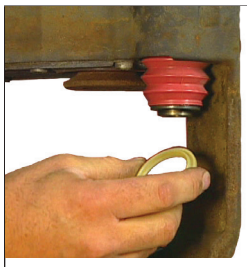

Figure 83 – Place the Retaining Ring onto the Groove in the Guide Pin
5.6.35 *See Figure 83.* To install the guide pins, first lubricate both guide pins with the white grease supplied. Insert the guide pins into their respective bores with the grooved end towards the bellows.